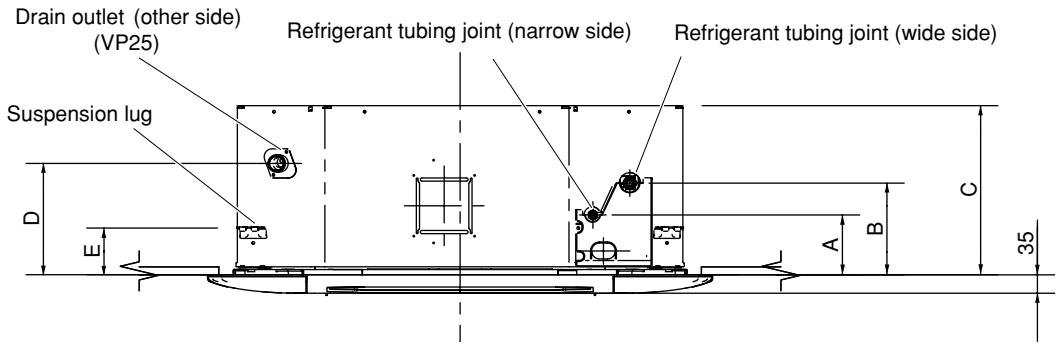

**Fig. 3-3**
(3) Determine the pitch of the suspension bolts using the supplied full-scale installation diagram. The diagram and table (Fig. 3-3 and Table 3-2) show the relationship between the positions of the suspension fitting, the unit, and the panel.